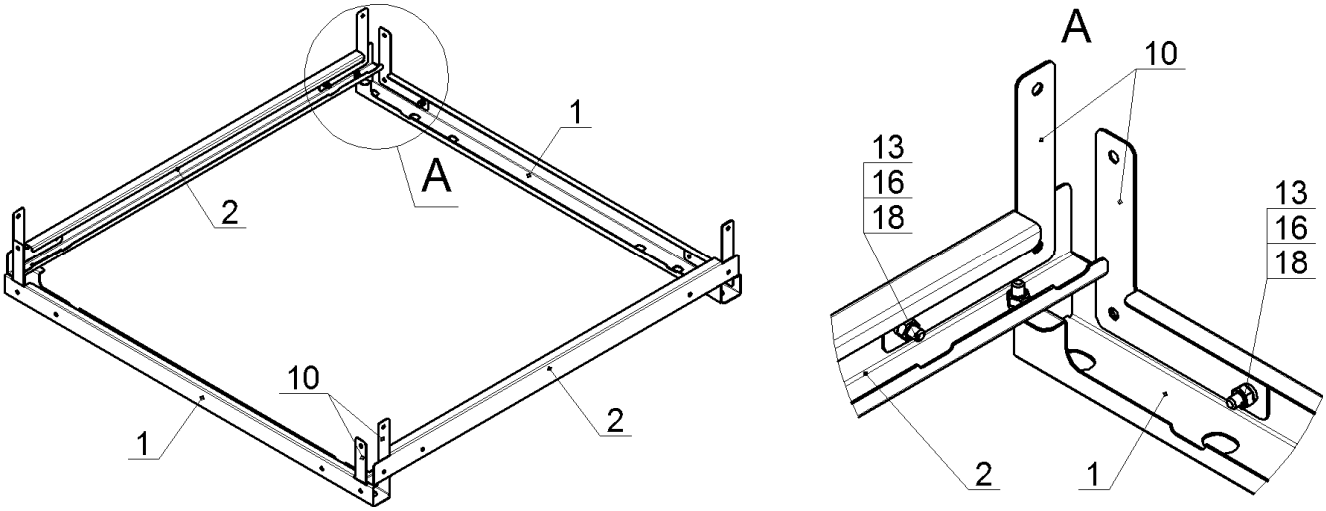

Рис.3
3. Закрепить на профилях, поз.1 и 2 угольники, поз.10, на крайние отверстия болтами М6, гайками и шайбами, поз.13, 16 и 18, как показано на рис.3. Гайки не затягивать: